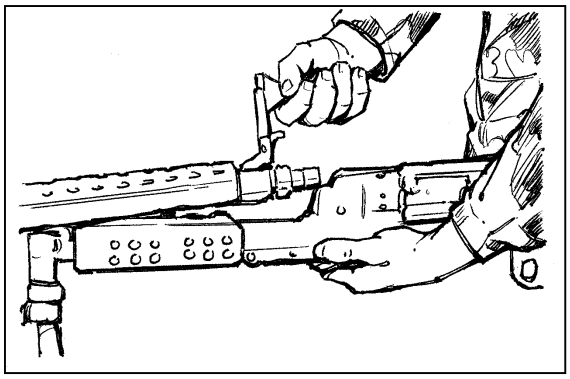

Figure 3-24. Replacement of the barrel assembly.
a. **Replacing the Barrel Assembly**. Insert the gas regulator plug into the gas hole bushing so that it is on the number one setting. (number 1 gas setting on the regulator faces towards the barrel). Place the gas collar over the front end of the gas regulator plug, while pushing against the spring, rotate counterclockwise until it stops. Insert one of the metal tabs of the heat shield in to the hole located of the sides of the gas hole bushing, than rotate it so that the other tab locks in place. Then push down on the heat shield so that it snaps onto the barrel. With gas regulator downward and carrying handle in the vertical position, place barrel on the barrel support (located on the gas cylinder). Keeping the gun upright, pull the barrel to the rear ensuring the gas regulator is guided into the gas cylinder. Pull the barrel fully into the receiver and rotate the carrying handle completely to the right, ensuring to count the number of clicks. If the number of clicks fall between 2 to 7, the headspace is set correctly. If the number falls outside 2 to 7, turn it in to the unit armor (make sure that the threads on the barrel are located on top and bottom and on the inside of the receiver make sure that the threads are located on the left and right) (Figure 3-24).